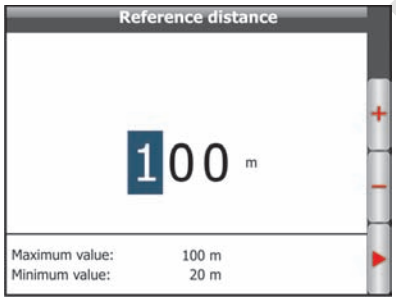

Fig. 193
- The screen in Fig. 193 will be automatically displayed: